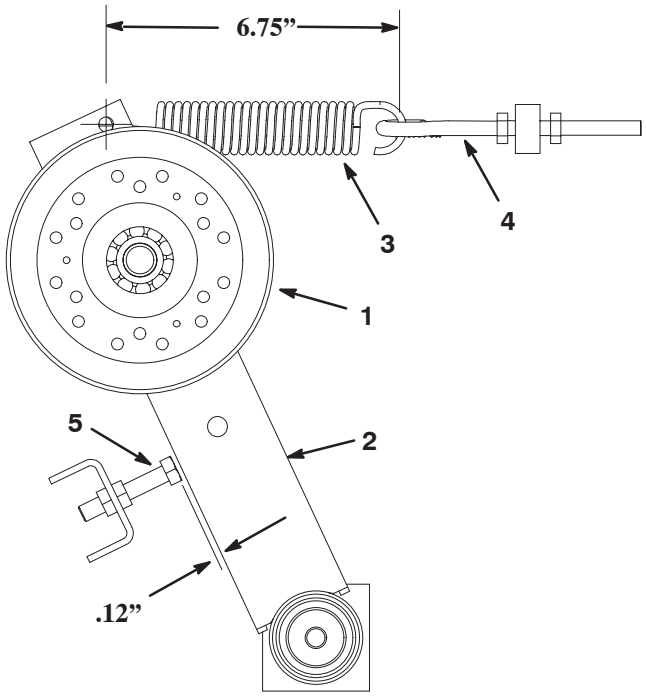

Figure 70
14. Tension the front idler pulleys (Fig. 70) as follows: